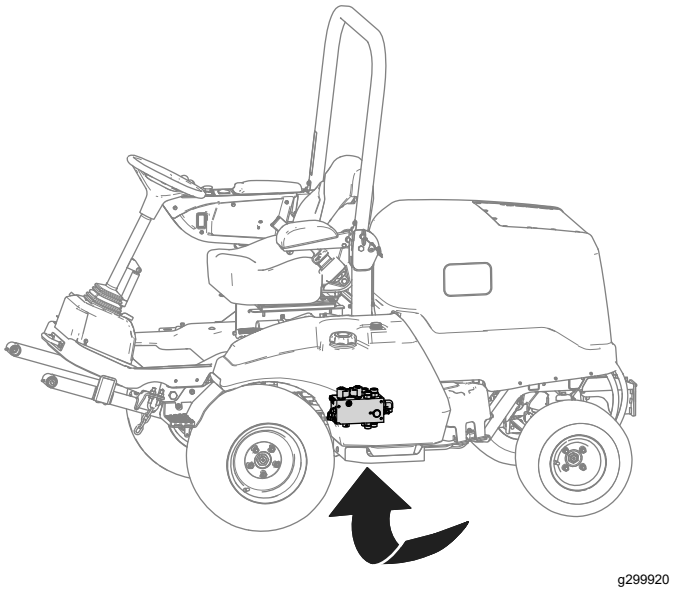

Figur 23
3. Find løftemanifolden under maskinen (Figur 23).